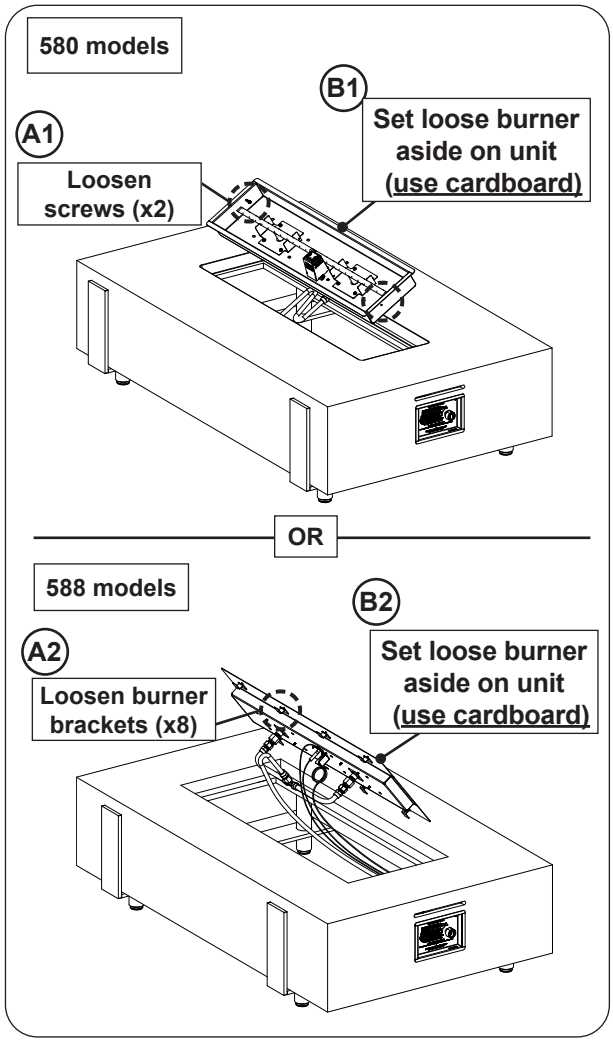

Fig. 31-2 Gain access to interior of unit
Use a $^{5}/_{16}$" nut driver to loosen the 2 screws found on the burner assembly (see Fig. 31-2, A1). Then proceed to step 5.
Use a $^{5}/_{16}$" nut driver to loosen the 8 screws found on the burner assembly (see Fig. 31-2, A2).
4. Carefully lift out the burner just enough to set it off to the side onto a piece of cardboard (see Fig. 31-2, B1 or B2 as applicable).